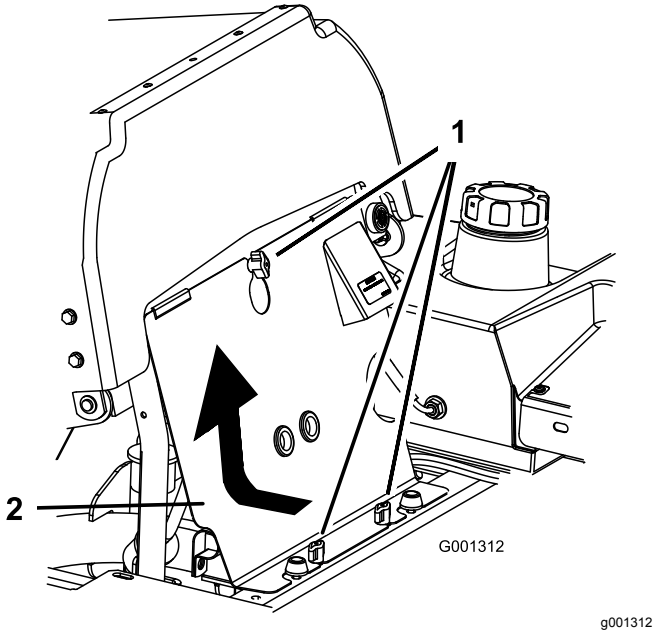

Figur 71
3. Løsn grebene på motorens frontpanel, og fjern panelet (Figur 71).